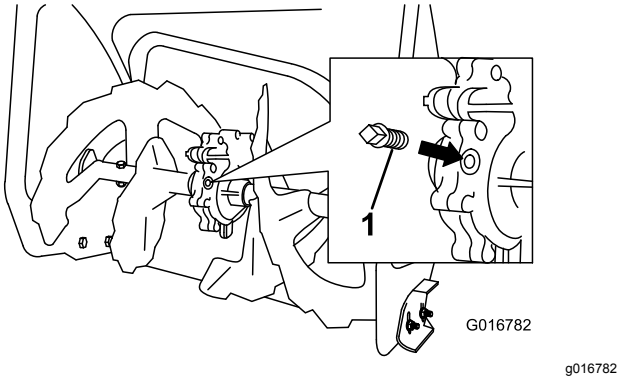

Figur 30
2. Rengör området runt rörpluggen (Figur 30).